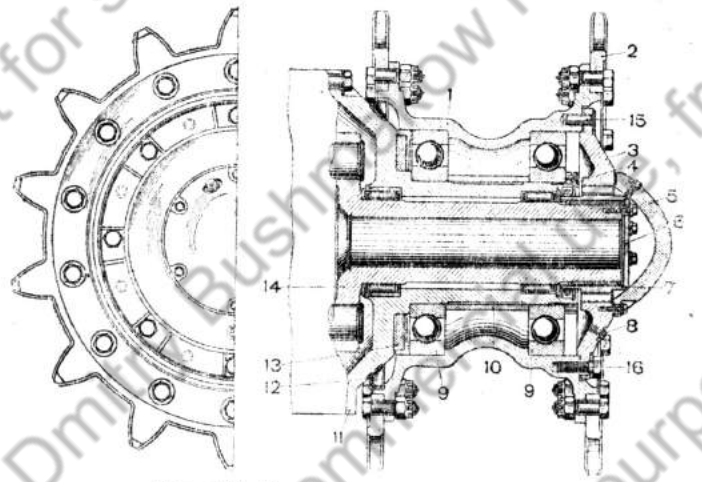

Рис. 193. Ведущее колесо (разрез):
К корпусу ведущего колеса *1* (рис. 193 и 194) крепятся два зубчатых венца *2*. В корпус ведущего колеса запрессованы два шарикоподшипника *9*. Между подшипниками ставится распорная
2. Отвернуть болты и снять муфту *3* (рис. 193).
1. Перед сборкой сальник *13* (рис. 193) пропитать нагретой смесью из 80% солидола и 20% графита.